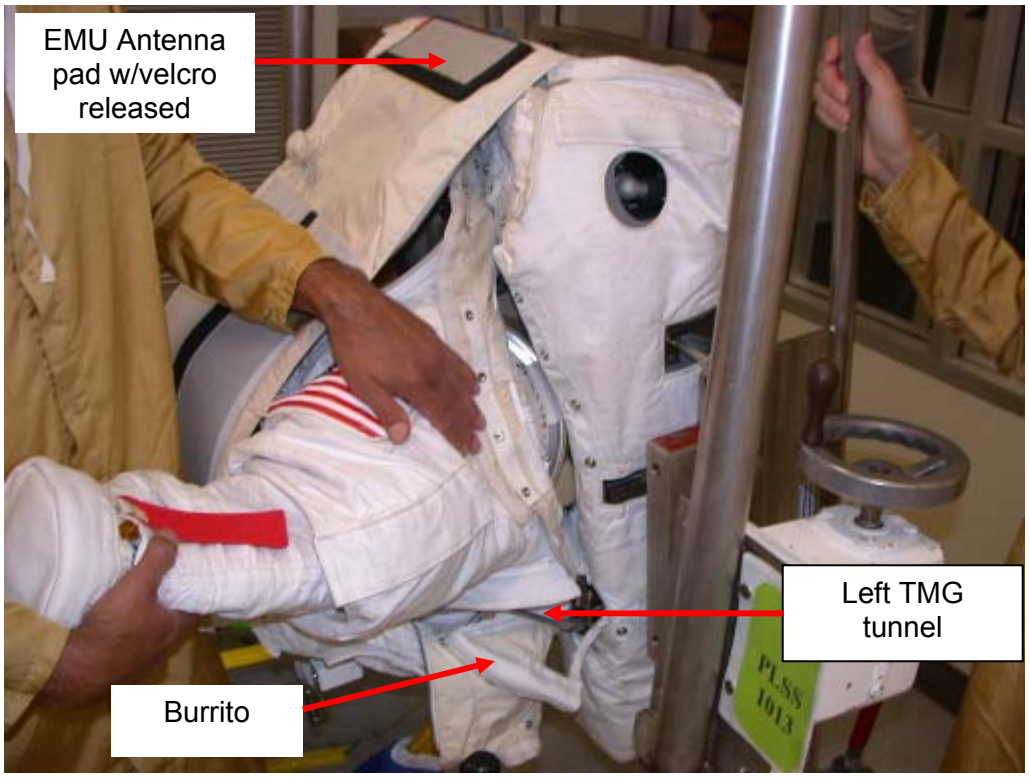

Figure 2. - HUT/PLSS TMG Interfaces
12.2 Lift EMU antenna pad (Figure 2) off of the velcro interface and pivot forward (toward neck ring) for maximum PLSS TMG access on left hand side of PLSS.
Refer to Figure 2.
Refer Figure 2.